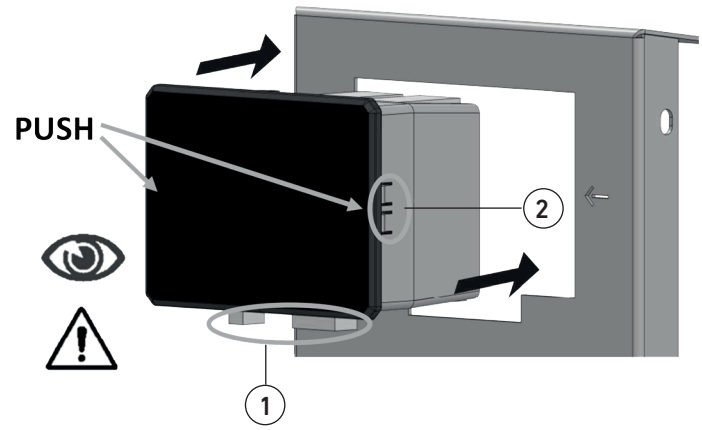

fig. 22
- Eseguire un corretto collegamento del dispositivo (NON invertire i connettori, rispettare i collegamenti dati dal costruttore) e prestare attenzione al verso che la centralina deve avere per entrare in sede (fig. 22 part.1);
- Per l'inserimento del componente in sede premere sui bordi laterali della centralina in prossimità delle frecce, come indicato in fig. 22. Quando il componente sarà arrivato a battuta i denti laterali (fig. 22 part.2) emetteranno un 'click' che indica il corretto ancoraggio alla lamiera.